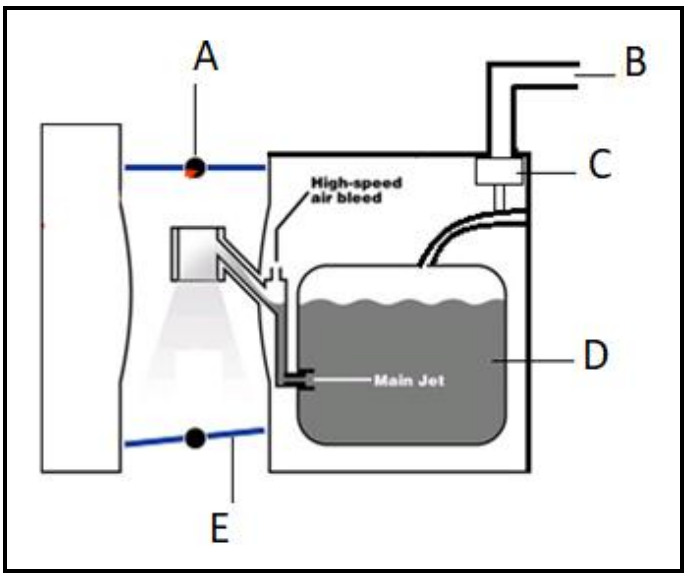

FIGUUR 1 (5)
1.2 Identifiseer die aangeduide komponente van die petrolbrandstofstelsel in FIGUUR 1 deur die antwoord langs die letter (A–E) in die ANTWOORDBOEK neer te skryf.
1.3 Noem TWEE funksies van die komponent wat as C in FIGUUR 1 gemerk is. (2)